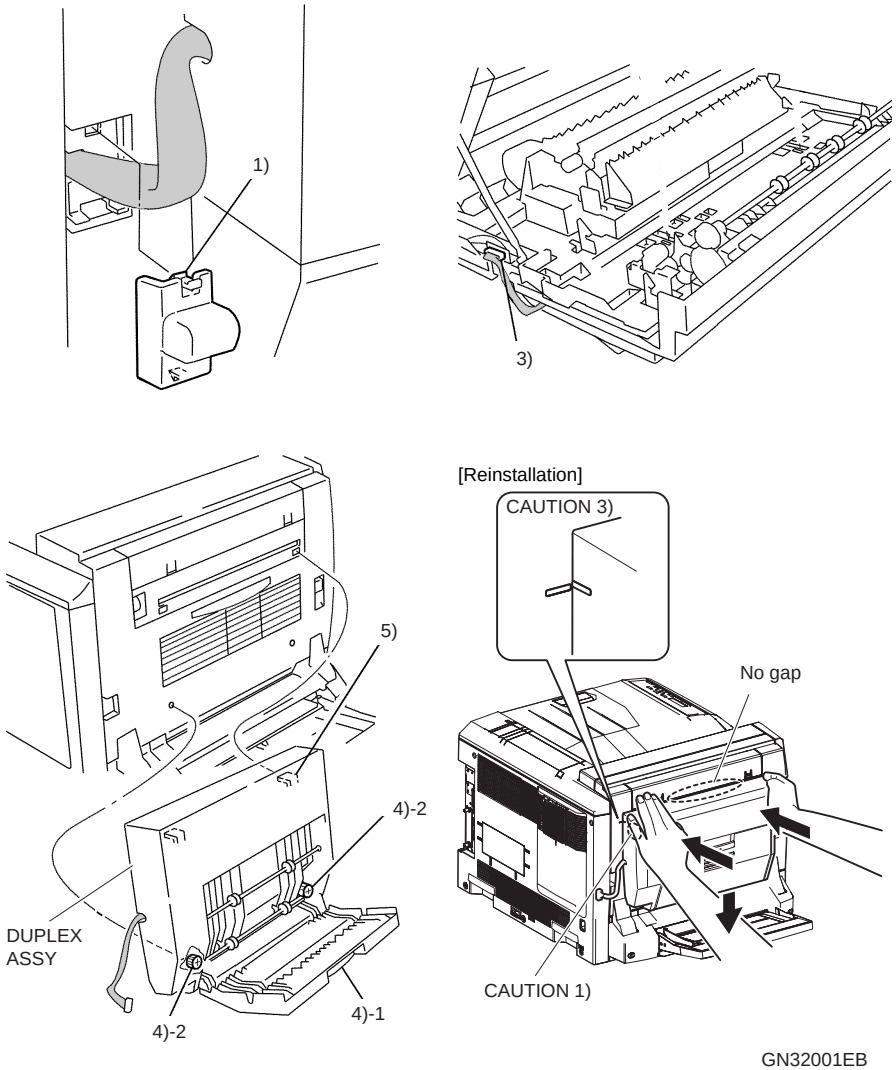

Figure 4-94. Removing and Reinstalling the DUPLEX ASSY
2. As shown in Figure 4-94, install the DUPLEX ASSY by pushing it down while pressing it against the main unit. Especially press its left side so that the GEAR 27Z J of the DUPLEX ASSY and the LEVER ASSY GEAR of the main unit engage securely.